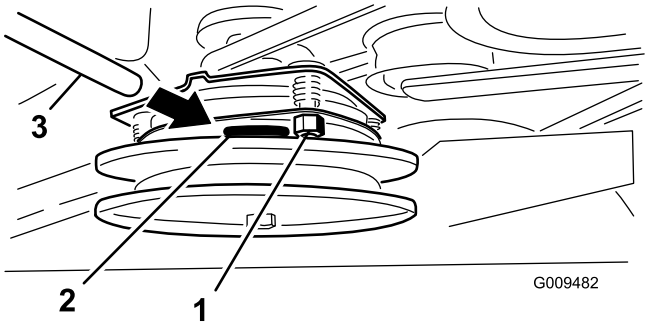

Figura 61
2. Se è necessario eseguire una regolazione, impostate uno spazio di 0,381 mm all'altezza di ognuna delle tre fessure di regolazione. Stringete i dadi di bloccaggio fino a fissare leggermente lo spessimetro facendo però in modo di poterlo muovere facilmente all'interno del traferro (Figura 61).